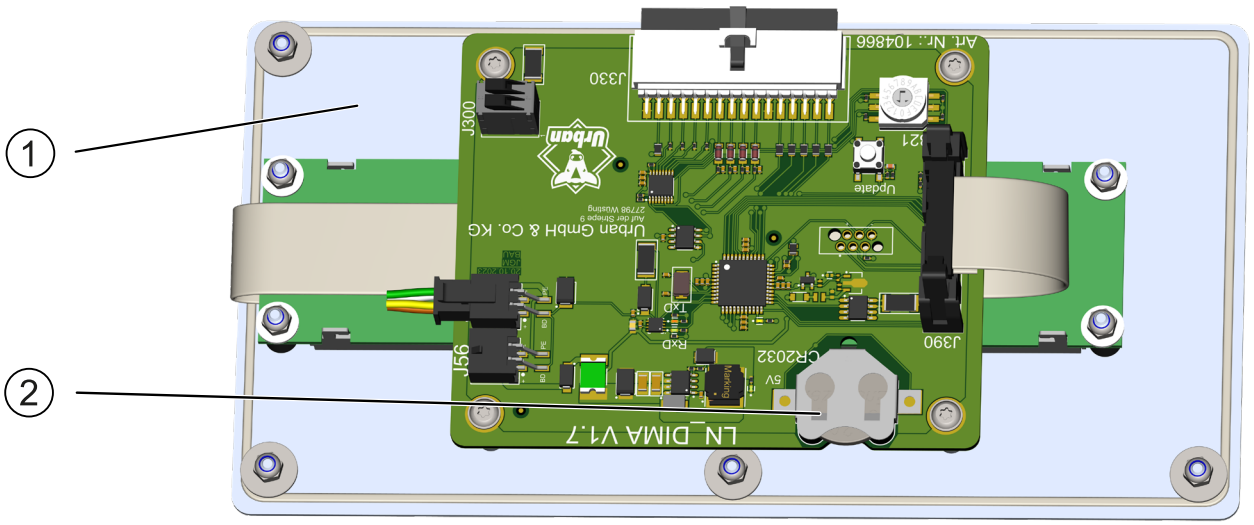

Bild 29: Batterie Datum/Uhrzeit austauschen
Wenn im Display das falsche Datum und die falsche Uhrzeit angezeigt wird, muss die Batterie ① der Platine auf der Unterseite des Bedienpanels ② gewechselt werden (siehe Bild 29 „Batterie Datum/Uhrzeit austauschen“, Seite 87).